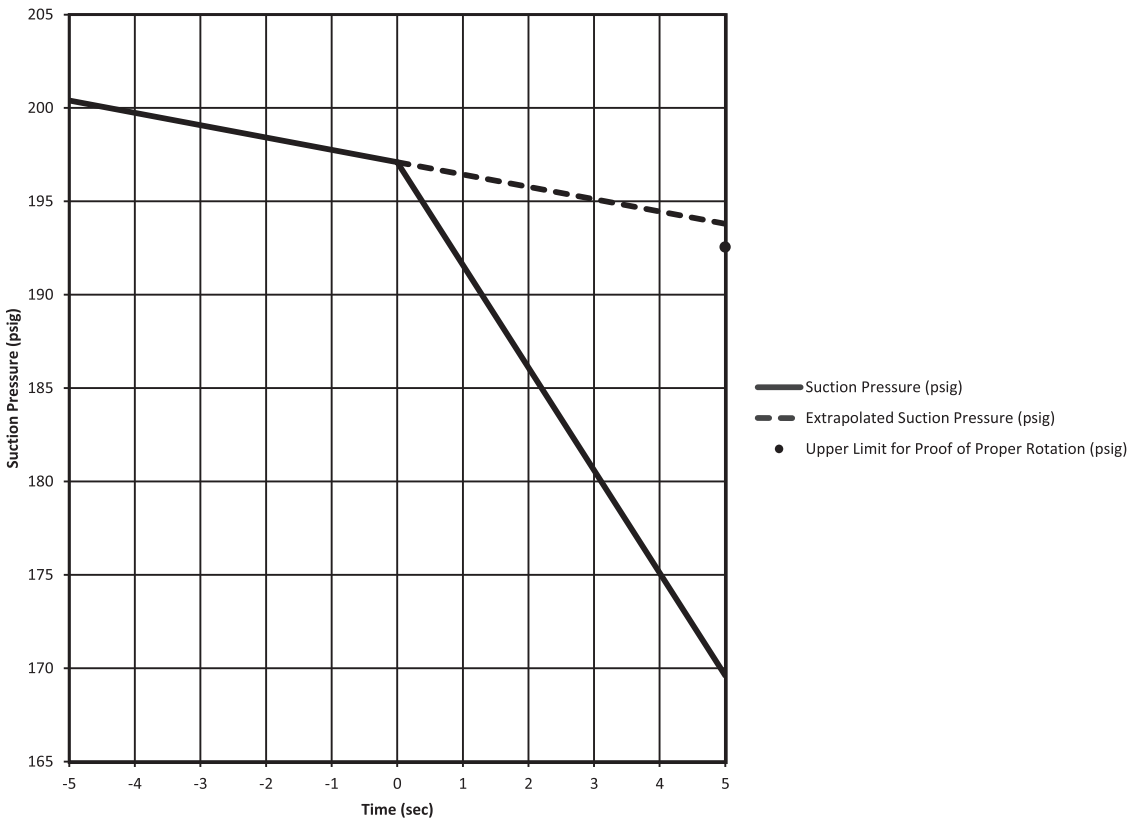

Fig. 48 — Reverse Rotation Detection (psig)
The example below lists sample suction pressures of a starting circuit. Figures 48 and 49 show reverse rotation detection for this example.
Using the rate of change of the suction from the example, five (5) seconds after t=0, the suction pressure should be 193.8 psig (1336 kPa), if the compressor did not start. Subtracting the 1.25 psig (8.62 kPa) from extrapolated suction pressure, 192.55 psig (1328 kPa) determines the upper limit that if the suction pressure is above this level the unit will fault on reverse rotation. This point is denoted by a black dot in Fig. 48 and 49. In the example, the suction pressure is lower than the upper limit, and therefore is allowed to continue operation.